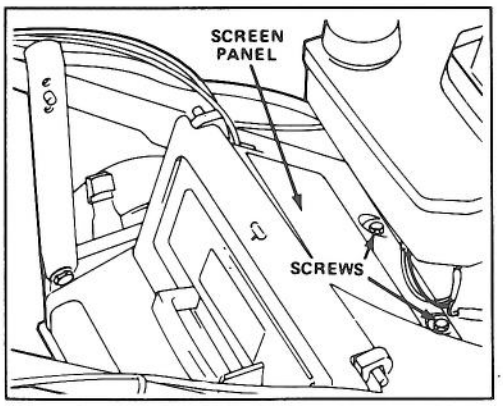

Figure 34
6. Remove screen panel on mower housing and clean around blade brake mechanism (Fig. 34).